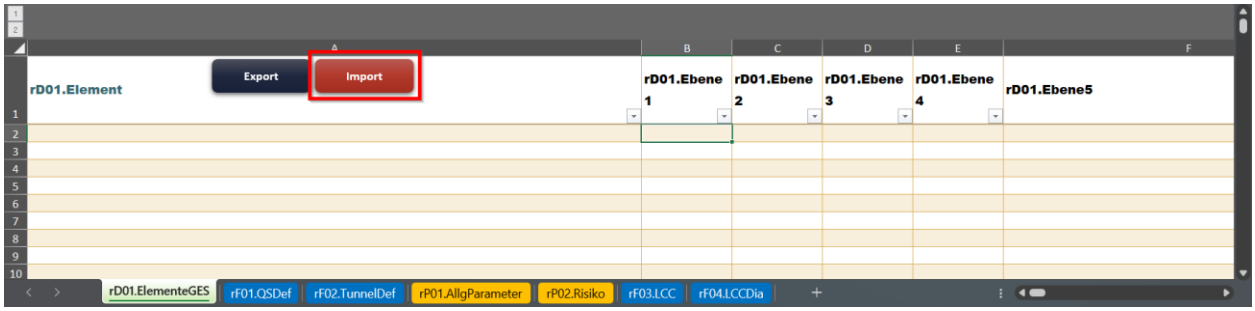
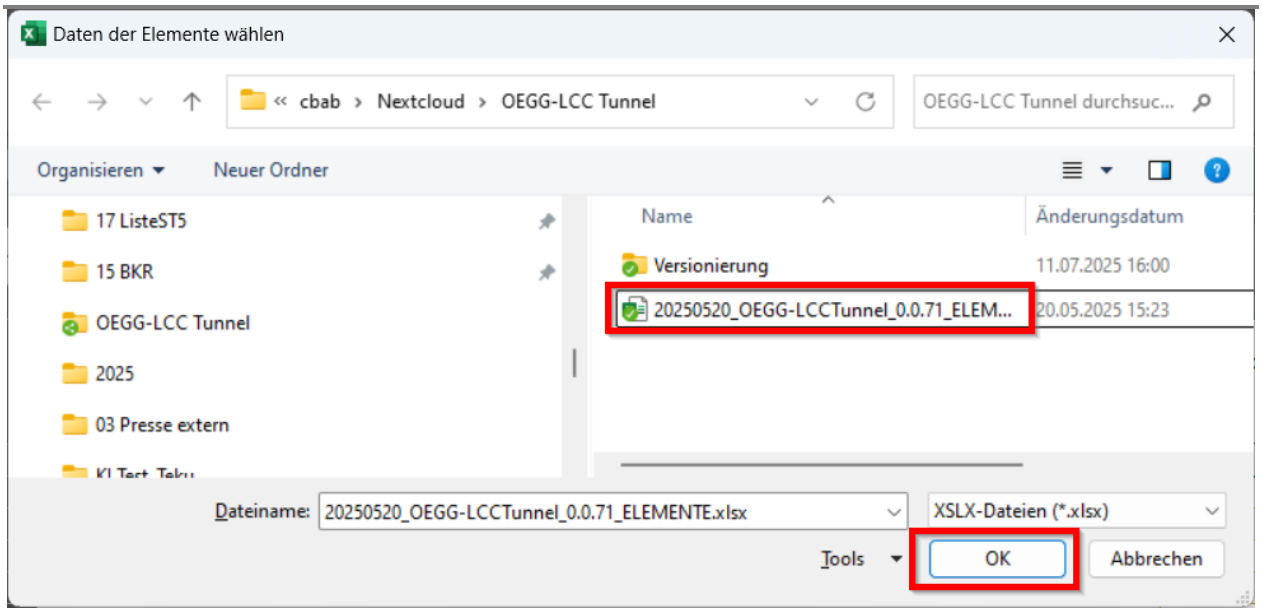

Abbildung 0.2: Das Tabellenblatt rD01.ElementeGES mit der Schaltfläche »Export« und »Import«.
Abbildung 0.3: Die Datei mit allen Tunnelelementen wählen.
In wenigen Schritten gelangen Sie ans Ziel. Mit einem »Doppelklick« öffnen Sie *ÖGG-TLC³*. Die Programmoberfläche entspricht nun Abbildung 0.2. Die Bearbeitung eines Tunnels teilt sich in sechs Schritte auf.
Schritt 1: Zuerst werden die Elemente des Tunnels im Tabellenblatt *rD01.ElementeGES* eingelesen. Dazu den Button »Import« betätigen, zu sehen in Abbildung 0.2. Ein Fenster öffnet sich. Navigieren Sie in der Ordnerstruktur zur gewünschten Datei, wählen diese aus und bestätigen mit »OK« (Abbildung 0.3).